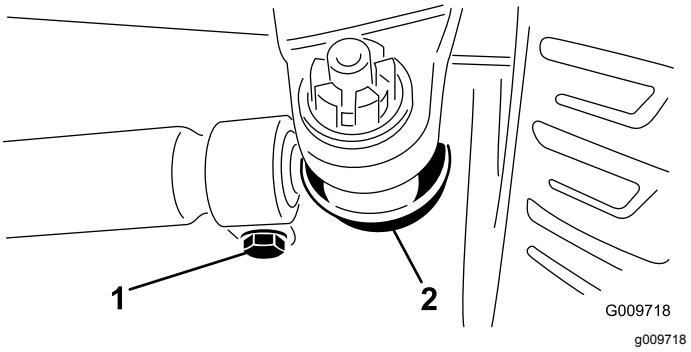

Figur 71
2. Du kan justere afstanden ved at fjerne splitten og møtrikken fra hver forbindelsesstangs kugleled (Figur 71) og fjerne forbindelsesstangens kugleled fra akselhusets holder.
3. Løsn klemmerne i hver ende af forbindelsesstængerne (Figur 71).
4. Drej det fritliggende kugleled en (1) hel omgang indad eller udad, og stram klemmen i den løse ende af forbindelsesstangen.